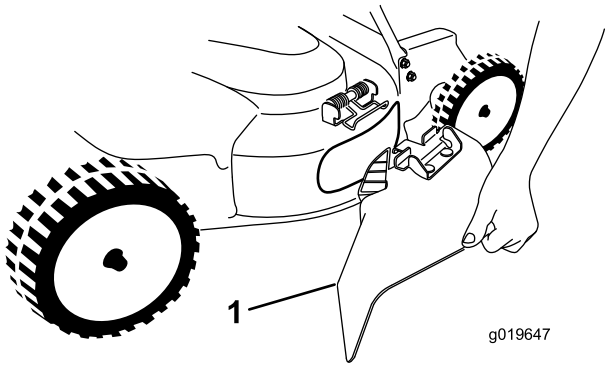

Rysunek 27
5. Zainstaluj tunel wyrzutu w bok (Rysunek 27) pociągając za sprężynę w górę, umieszczając kanał nad otworem i nakładając sprężynę na występy w górnej części tunelu wyrzutowego.